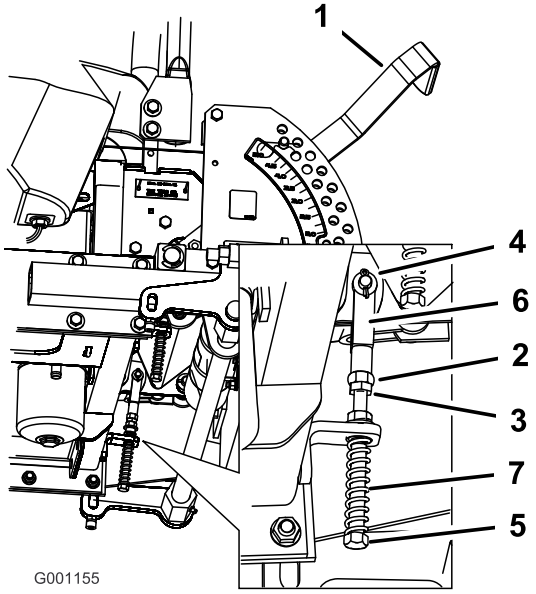

Figur 70
8. Lossa muttern och kontramuttern mot oket om justering krävs (Figur 70).
9. Dra rörelsereglaget något bakåt och vrid huvudet på justerskruven i rätt riktning tills rörelsereglaget är centrerat i det neutrala låsläget (Figur 70).
10. Dra åt muttern och kontramuttern (Figur 70).